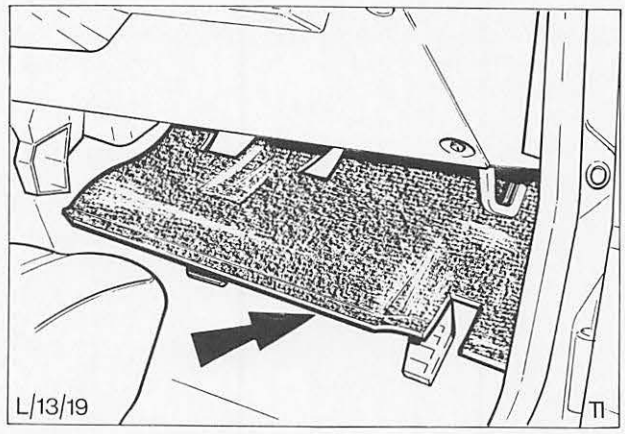

Abb. 49 Untere Befestigung – Instrumententafelabdeckung
1. Untere Instrumententafelabdeckung ausbauen, Abb. 49.